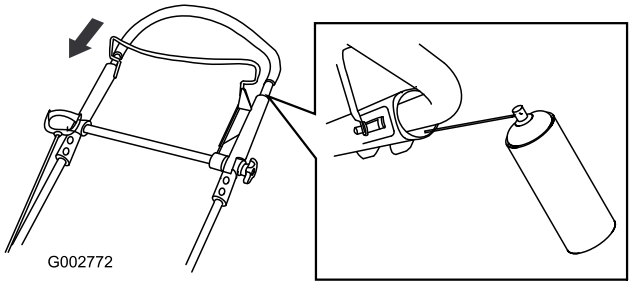

Figur 41
2. Skyv det øvre håndtaket helt ned og spray den indre plastikkoverflaten på det ytre håndtaket (Figur 41).